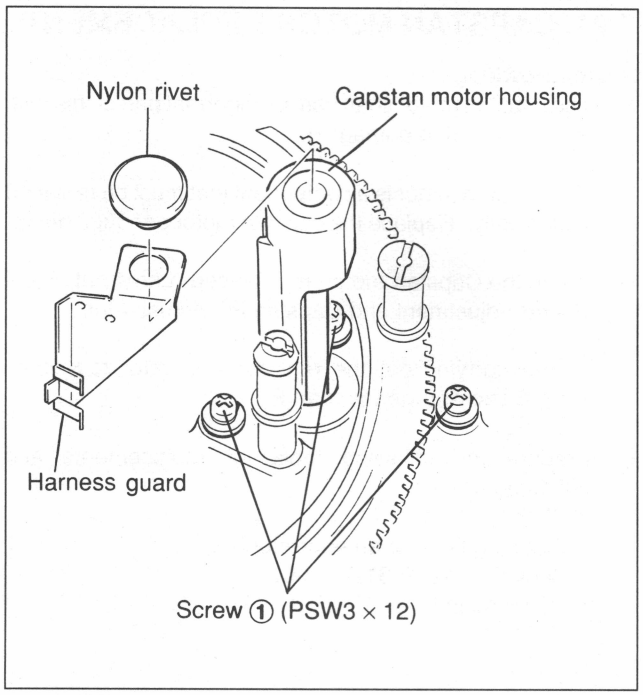

Fig.7-21-1 Capstan Motor Removal
3. Harness guard removal (Fig. 7-21-1)